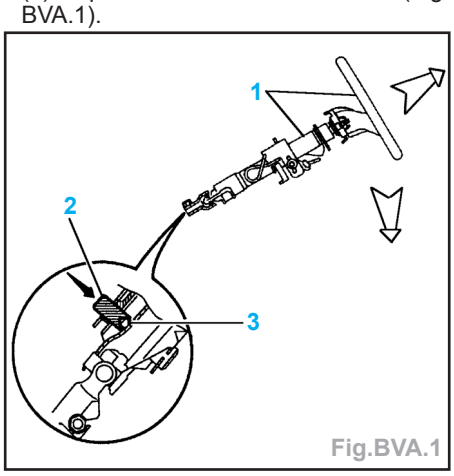

Fig.BVA.1
- Avant de déposer le berceau, positionner l'ensemble colonne de direction/volant (1) en position basse et arrière maxi (Fig. BVA.1).